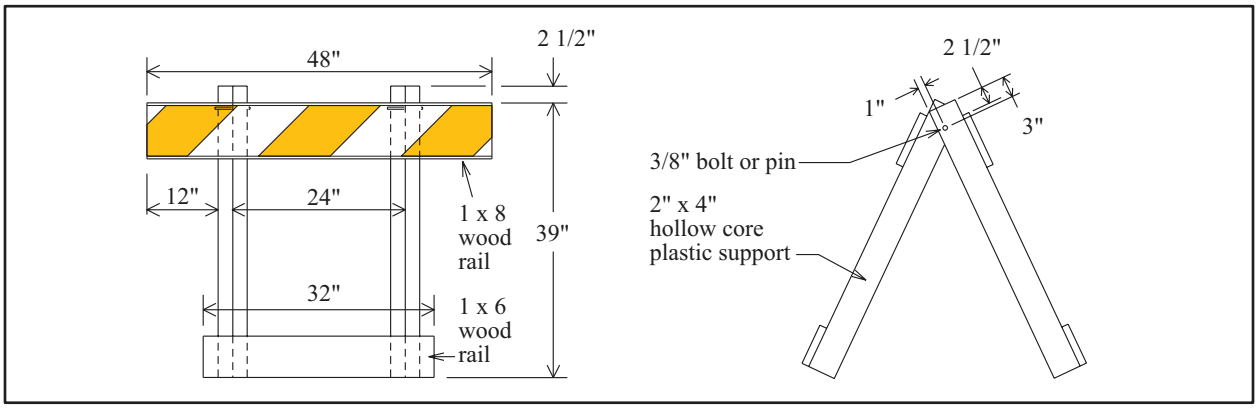

Figure C-1. Generic folding Type-I Barricade made from HPPL
- Hollow-Profile Plastic Lumber (HPPL), 2 x 4 HPPL uprights and 1 x 8 HPPL, 1 x 8 wood or plywood rails (Figure C-1). Wood shall be No. 2 SYP or equivalent. Plywood shall be 5/8-inch x 8-inch marine grade, CCA pressure treated, CDX or similar plywood with water resistant glue. Paint all wood surfaces white if not covered by reflective sheeting. Plastic components are available from: